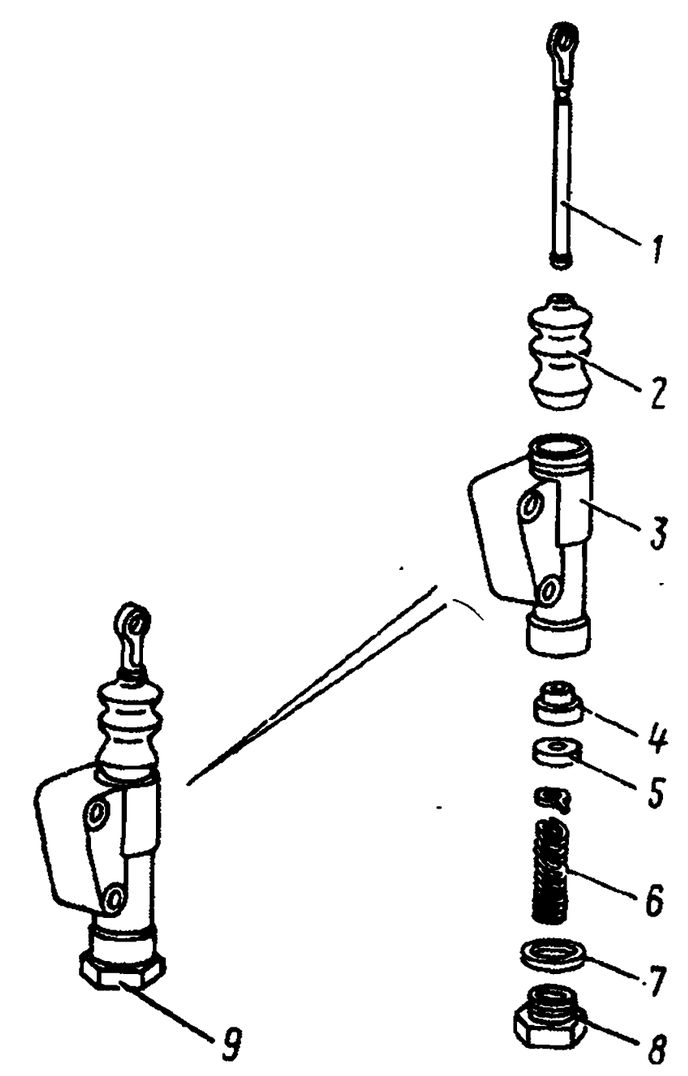

Рис. 136. Главный цилиндр управления сцеплением:
1. Снимите защитный чехол *2* (рис. 136) с корпуса *3* цилиндра вместе с толкателем *1*	Слесарный верстак
4. Установите в корпус *3* (см. рис. 136) главного цилиндра поршень *4*, манжету *5*, пружину *6* и заверните пробку *8* с прокладкой *7*.	Накидной ключ 38 мм, посуда для жидкости